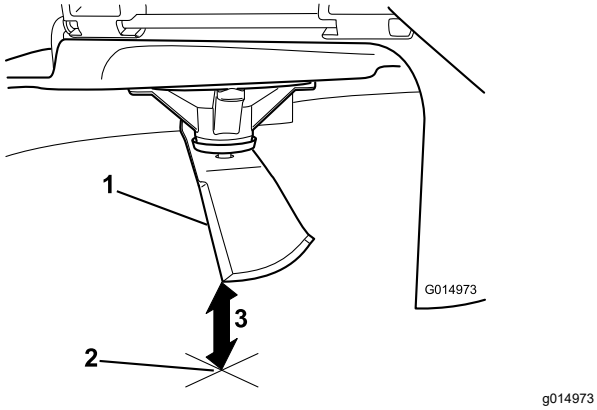

Figure 58
3. Mesurez la distance entre la pointe de la lame et la surface plane (Figure 58).